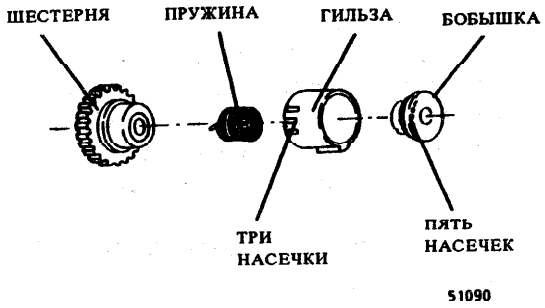

Рис. 2. Снятие бобышки, пружины, гильзы и шестерни
2. (Рис. 2): выполняя сборку муфты, зацепить пружину в среднюю из пяти насечек на бобышке, а также в среднюю из пяти насечек на гильзе.